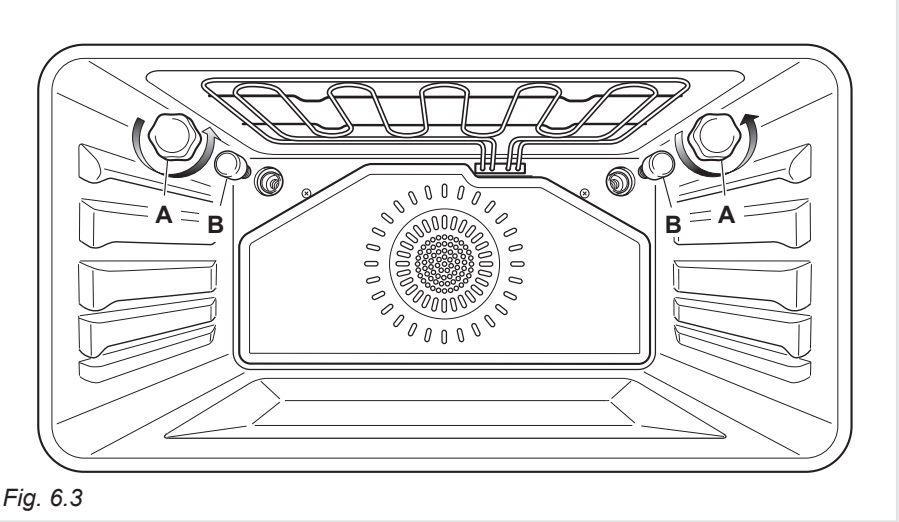

Fig. 6.3
REPLACING THE OVEN LIGHT (fig. 6.3)
- Remove the protective cover "**A**" (fig. 6.3).